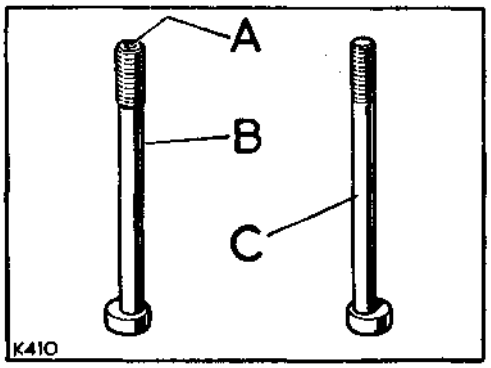

**Fig. A1-123. Identification of connecting rod fixing bolts**
3. Fit the connecting rod caps and new fixing nuts. Tighten the fixings to 35 lb ft (4,9 mkg) for bolts with machined threads and 25 lb ft (3,5 mkg) for bolts with rolled threads, referring to the illustration Fig. A1-123 for identification of threads.